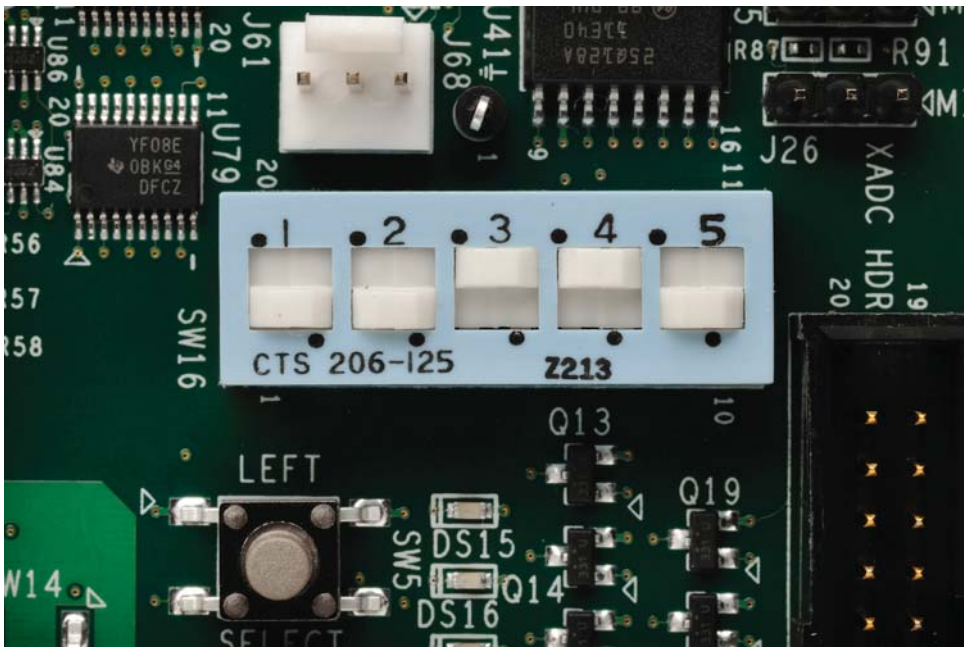

Figure 3-3: **Switch Settings for the Mode Switch to Boot from the SD-MMC Card**
3. Make sure the switches are set as shown in Figure 3-3, which allows the ZC702 board to boot from the SD-MMC card.
d. Set the ZC702 board switch settings to *boot from SD* mode (see Figure 3-3).